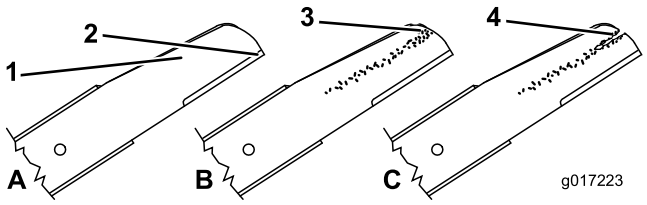
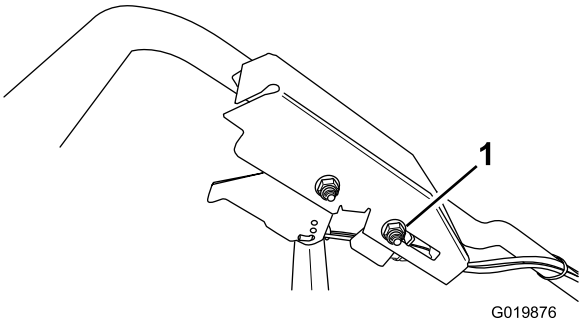

Figur 36
Figur 42
1. Syn knivenes skær (Figur 36). Hvis skærene ikke er skarpe eller har hakker, skal knivene afmonteres og slibes eller udskiftes.
2. Efterse selve skæreknivene, især det buede område (figur 42). Hvis du bemærker beskadigelse eller slitage, eller der er antydning af en revne i dette område (Figur 36), skal du straks udskifte dem med nye skæreknive.
2. Løsn møtrikken til kabelunderstøtningen (Figur 42).